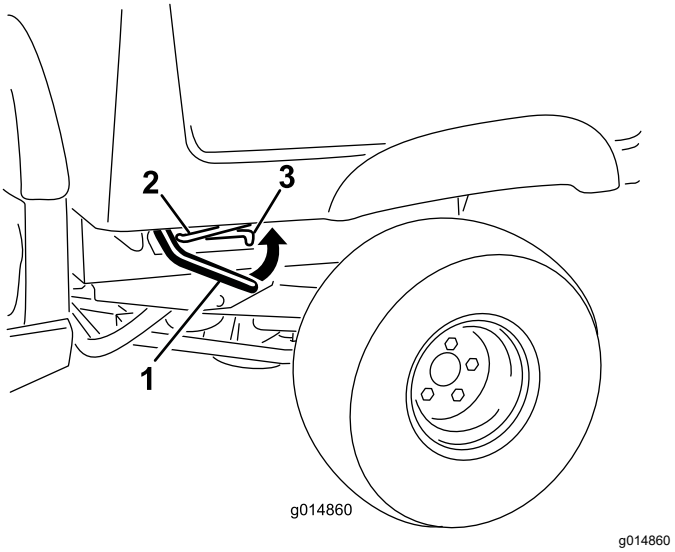

Rysunek 13
1. Podnieś dźwignię po obu stronach platformy i unieś platformę (Rysunek 13).
1. Unieś nieznacznie platformę ładunkową, podnosząc dźwignię zaczepu (Rysunek 13).